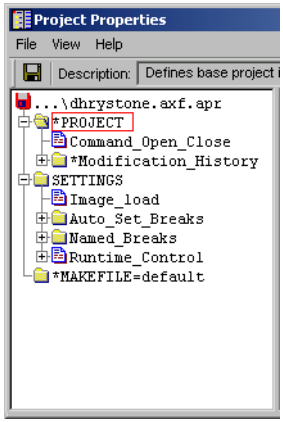

Figure 2-6 Changing auto-project settings
3. Expand the `PROJECT` group to see the project settings, shown in Figure 2-6.
Figure 2-6 shows the `Image_load` group and other image settings, such as breakpoints and runtime controls.